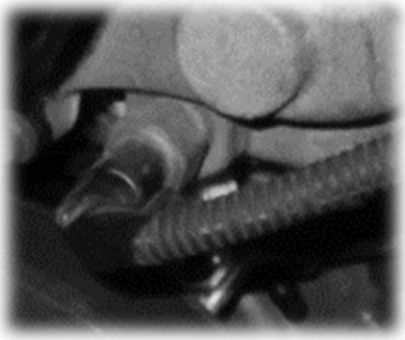

Figure 7 – ECT sensor connector
8. Disconnect the water pump ECT sensor connector. (Fig 7)